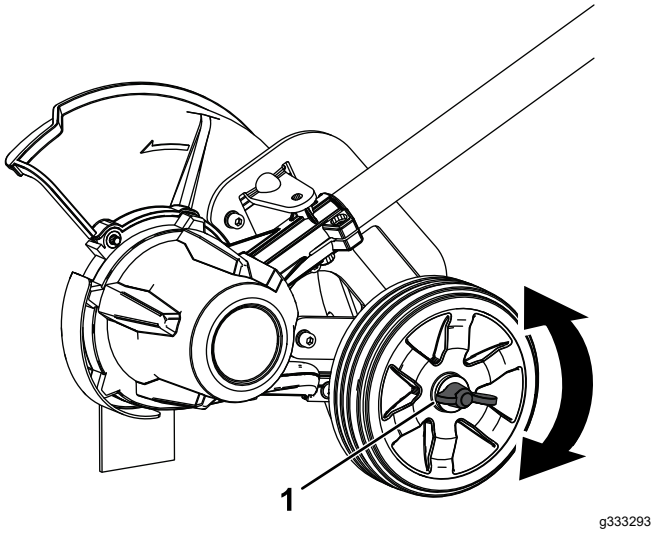

Figura 10
2. Afloje la tuerca de orejeta de la rueda y muévala hacia arriba o hacia abajo en la ranura para aumentar o reducir la profundidad (Figura 10).